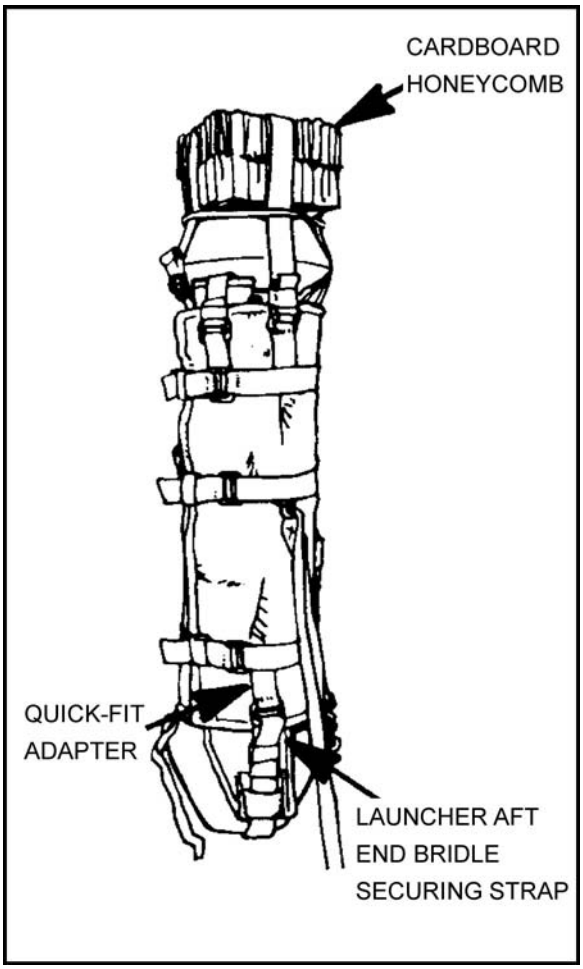

Figure 12-35. Honeycomb squares secured.
(1) Route the missile launcher aft end bridle securing strap through its quick-fit adapter and tighten, using a quick-release fold.
(2) Secure two 9-inch-square blocks of cardboard honeycomb energy dissipater across the forward shock absorber of the missile, using the launcher forward end securing straps. Tighten the straps and form an X over the center of the honeycomb. Secure the straps using a quick-release fold (Figure 12-35). Tie one turn of 1/4-inch cotton webbing around the X formed by the launcher forward end, securing straps in a surgeon's knot and locking knot. Tie another one turn of 1/4-inch cotton webbing around the launcher forward end, securing straps below the cardboard honeycomb energy dissipator in a surgeon's knot and locking knot.